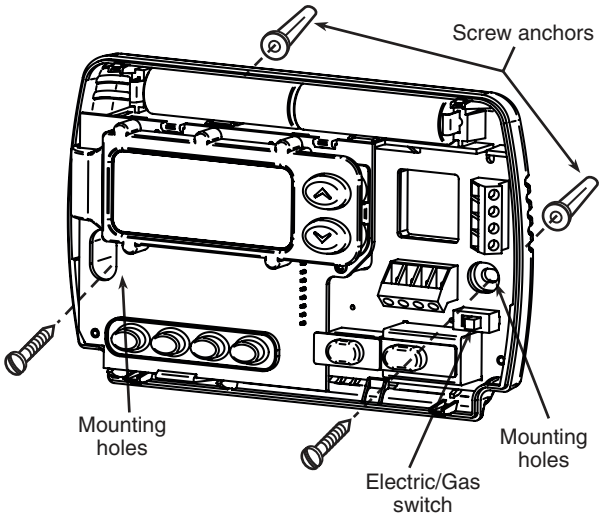

Figure 1. Thermostat Base
This thermostat is configured from the factory to operate a heat/cool, fossil fuel (gas, oil, etc.), forced air system. It is configured correctly for any system that DOES NOT require the thermostat to energize the fan on a call for heat. If your system is an electric heat or heat-pump system that REQUIRES the thermostat to turn on the fan on a call for heat, locate the **ELECTRIC/GAS switch** on the back of the thermostat (see fig. 1) and switch it to the **ELECTRIC** position. This will allow the thermostat to energize the fan immediately on a call for heat. If you are unsure if the heating/cooling system requires the thermostat to control the fan, contact a qualified heating and air conditioning service person.
5. Fasten base loosely to wall, as shown in fig. 1, using two mounting screws. Place a level against bottom of base, adjust until level, and then tighten screws. (Leveling is for appearance only and will not affect thermostat operation.) If you are using existing mounting holes, or if holes drilled are too large and do not allow you to tighten base snugly, use plastic screw anchors to secure subbase.
If **“BATT”** or **“CHANGE ▭”** is displayed, the batteries are low and should be replaced with fresh “AA” Energizer® alkaline batteries. To replace batteries, install the batteries along the top of the base (see Fig. 1). The batteries must be installed with the positive (+) end to the left.